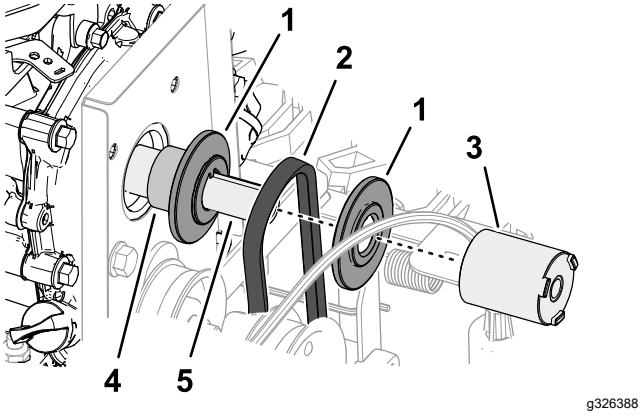

Figur 50
2. På toppen av maskinen fører du trekkremmen inn i trekkremskivens spor, og fører trekkremmen over motorens veivaksel (Figur 50).